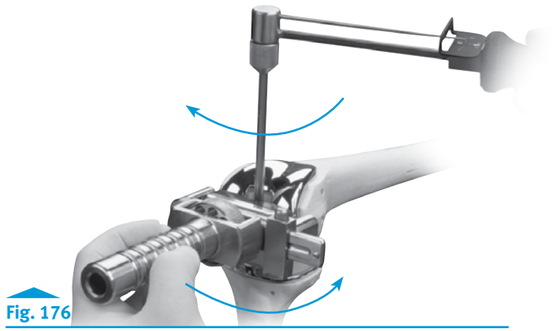

Fig. 176
- Leave the driver in the hinge post extension. Attach the Spanner Wrench to the two tabs on the outside of the medial and lateral femoral component. Thumb tighten the knurled wheel to snug the wrench to the distal femoral condyles. Attach the RH Knee Deflection Beam Torque Wrench to the driver, and apply 130 in.-lbs. (15n-m) of torque until the needle on the wrench reaches the appropriate mark on the torque wrench **(Figs. 176, 177 and 178)**. While torque is being applied, counter rotation is applied using the Spanner Wrench.